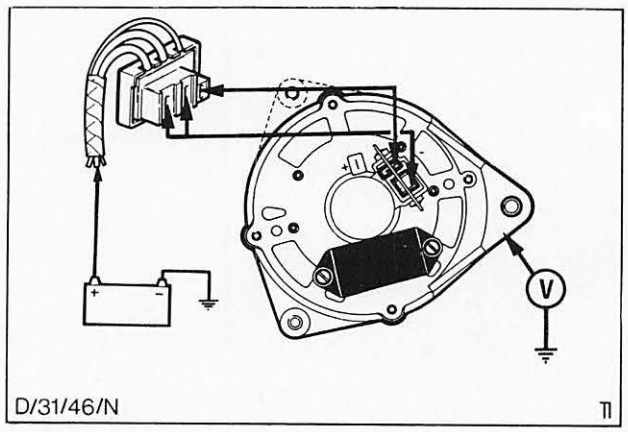

Abb. 14 Spannungsabfall im Minus-Teil des Ladestromkreises prüfen
11. Testkabel und Voltmeter, wie in Abb. 14 gezeigt, anschließen, um den Spannungsabfall im Minus-Teil des Ladestromkreises zu prüfen.